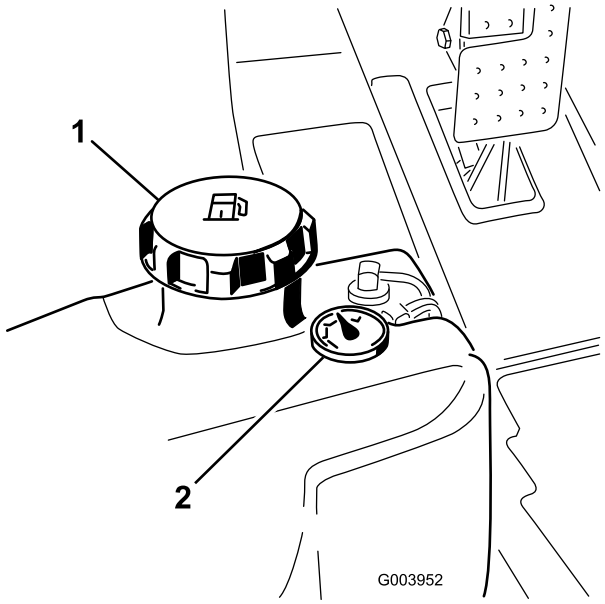

Figur 36
3. Ta bort locket från bränsletanken (Figur 36).